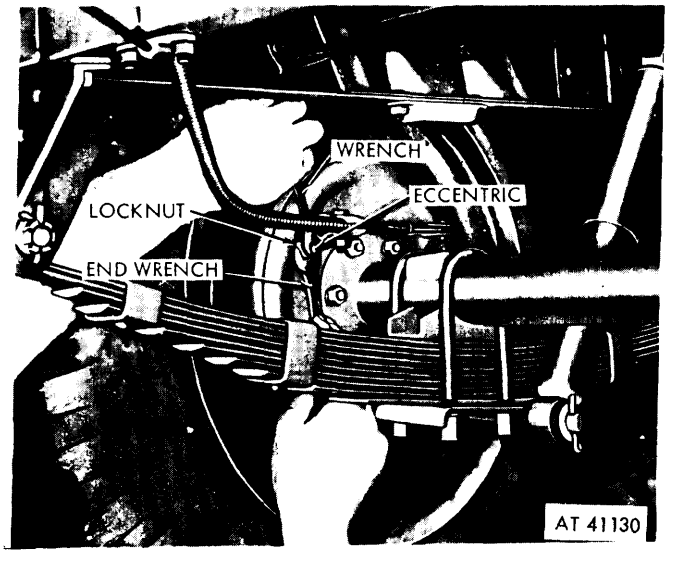

Figure 4-9. Brake adjustment with engineer's angle wrench.
d. Brake Shoes–Minor Adjustment Method (fig. 1-9). Jack up the vehicle so that the wheel clears the floor. Pull up the hand brake lever one-third of the distance from the fully released position. Loosen the eccentriv lock nuts on the back of the brake backing plate. Using the engineers ange wrench (fig. 4-9) turn the forward eccentric toward the front of the vehicle until the brake shoe strikes the drum; then turning the wheel, release the eccentric until the wheel just turns freely. Hold the eccentric and tighten the lock nut. Repeat this